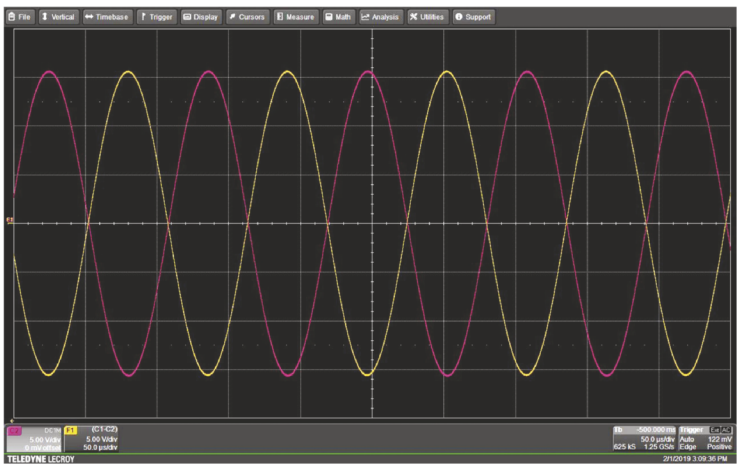

**FIGURE 5.35** (Step 18) Voltages across the inductor and capacitor at resonance showing that they are both large (here, about 16 $V_p$) and out of phase by 180°.
**18. Observing the voltage across the capacitor and the phase between the inductor and capacitor voltages.** In order to view the voltage across the capacitor, $V_C$, create a function F1 = CH1 – CH2 = $V_C$. Select **Auto** trigger; Press the **Horizontal Delay** knob when CH2 is selected and then do it again when F1 is selected. Reselect CH2; change the horizontal scale until both of the sine waves are easily visible. If the traces are in separate windows, press **Display**, **Display Setup**, **Single** to put them both in the same window, as shown in Fig. 5.35. Select the approximate resonant frequency and change the frequency slowly until the amplitudes are maximized, i.e., you are exactly at resonance. You should see that CH2, which is $V_L$, and F1, which is $V_C$, are out of phase by 180° and are of equal amplitude, so that they exactly cancel. Save that screenshot. It should look like Fig. 5.35. Briefly explain why $V_L$ and $V_C$ are out of phase and of equal amplitude, and therefore cancel at resonance. At resonance, where is all of the input voltage showing up in the load impedance? This is a tricky question. Don't forget about the DCR of the inductor.